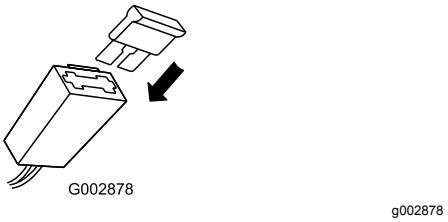

Figur 41
2. Sett sikringen tilbake i holderen (Figur 41).